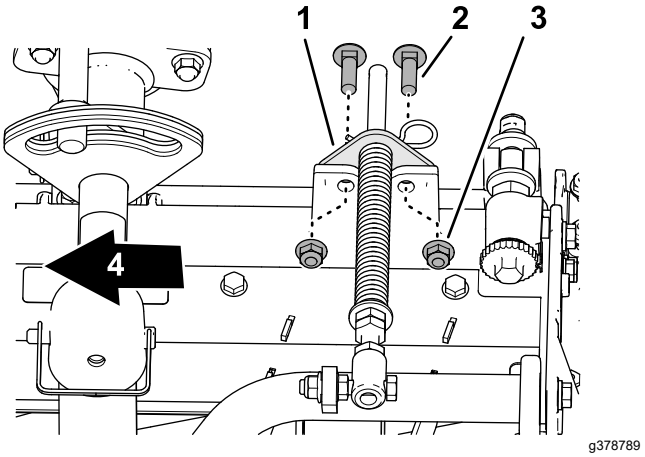

Figuur 14
5. Lijn de openingen in de gazoncompensatiebeugel uit met de openingen in het frame van de maai-eenheid (Figuur 14).